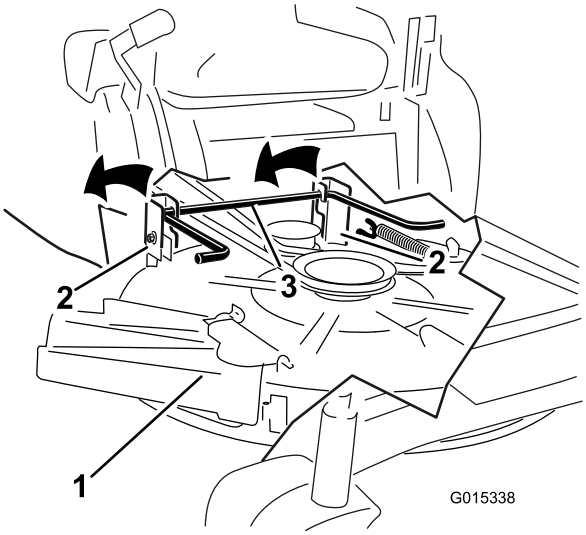

**Figur 64**
6. Løft klippeenheten og hengerbrakettene unna bakre løftestang og senk klippeenheten forsiktig til bakken (Figur 64).
5. Løft bakre del av klippeenheten og før hengerbrakettene over bakre løftestang (Figur 64).